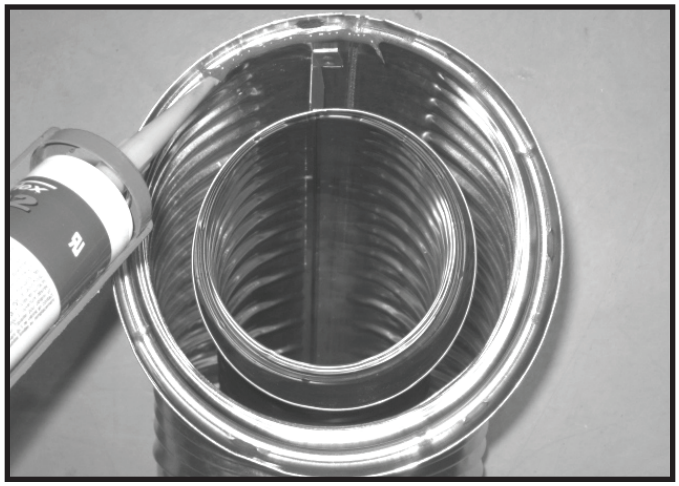

Figure 7.1 High Temperature Silicone Sealant
- Apply a bead of silicone sealant (300 ºF minimum continuous exposure rating) inside the female outer pipe joint prior to joining sections. See Figure 7.1. **OR**